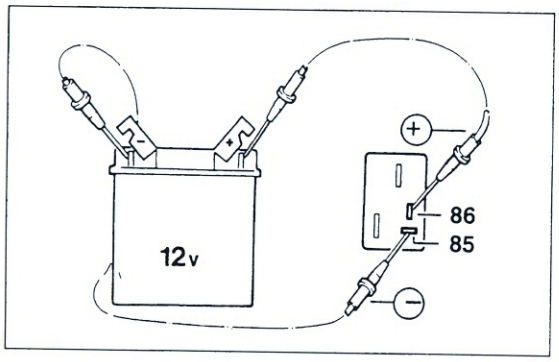

Bild 106
- Klemme 86 an Batterie-Plus anlegen, Klemme 85 an Masse (Bild 106). Schaltgeräusch (Klicken) muss deutlich hörbar sein, andernfalls ist Relais defekt. Bei deutlichem Schaltgeräusch Widerstandsmessung durchführen: